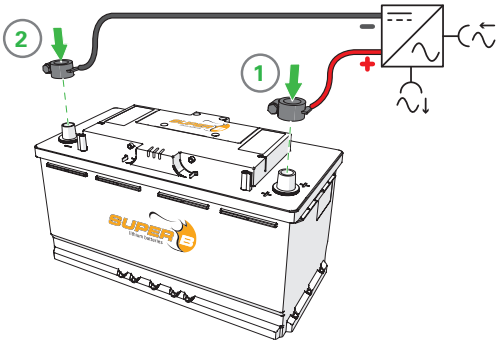

Figure 11. Connexion des câbles d'alimentation avec les bornes et les capuchons de type automobile.
2. Connecter la charge ou le chargeur à la borne X2 (+) de la batterie Li-ion (figure 11).
3. Connecter ensuite la charge ou le chargeur à la borne X1 (-) de la batterie Li-ion (figure 11).